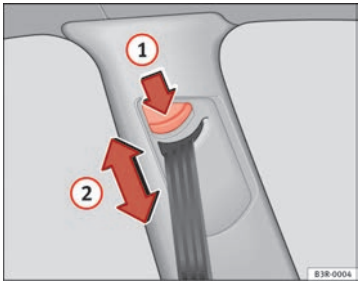

Fig. 16 Belt height adjuster
– Press button ⇒ fig. 16 (1) to adjust the belt height.
– Take hold of the top guide fitting and slide it up or down so that the shoulder part of the seat belt is positioned roughly midway over the shoulder, although **it must never rest against the neck** ⇒ fig. 16 (2) ⇒ ⚠ in Seat belt position on page 25.